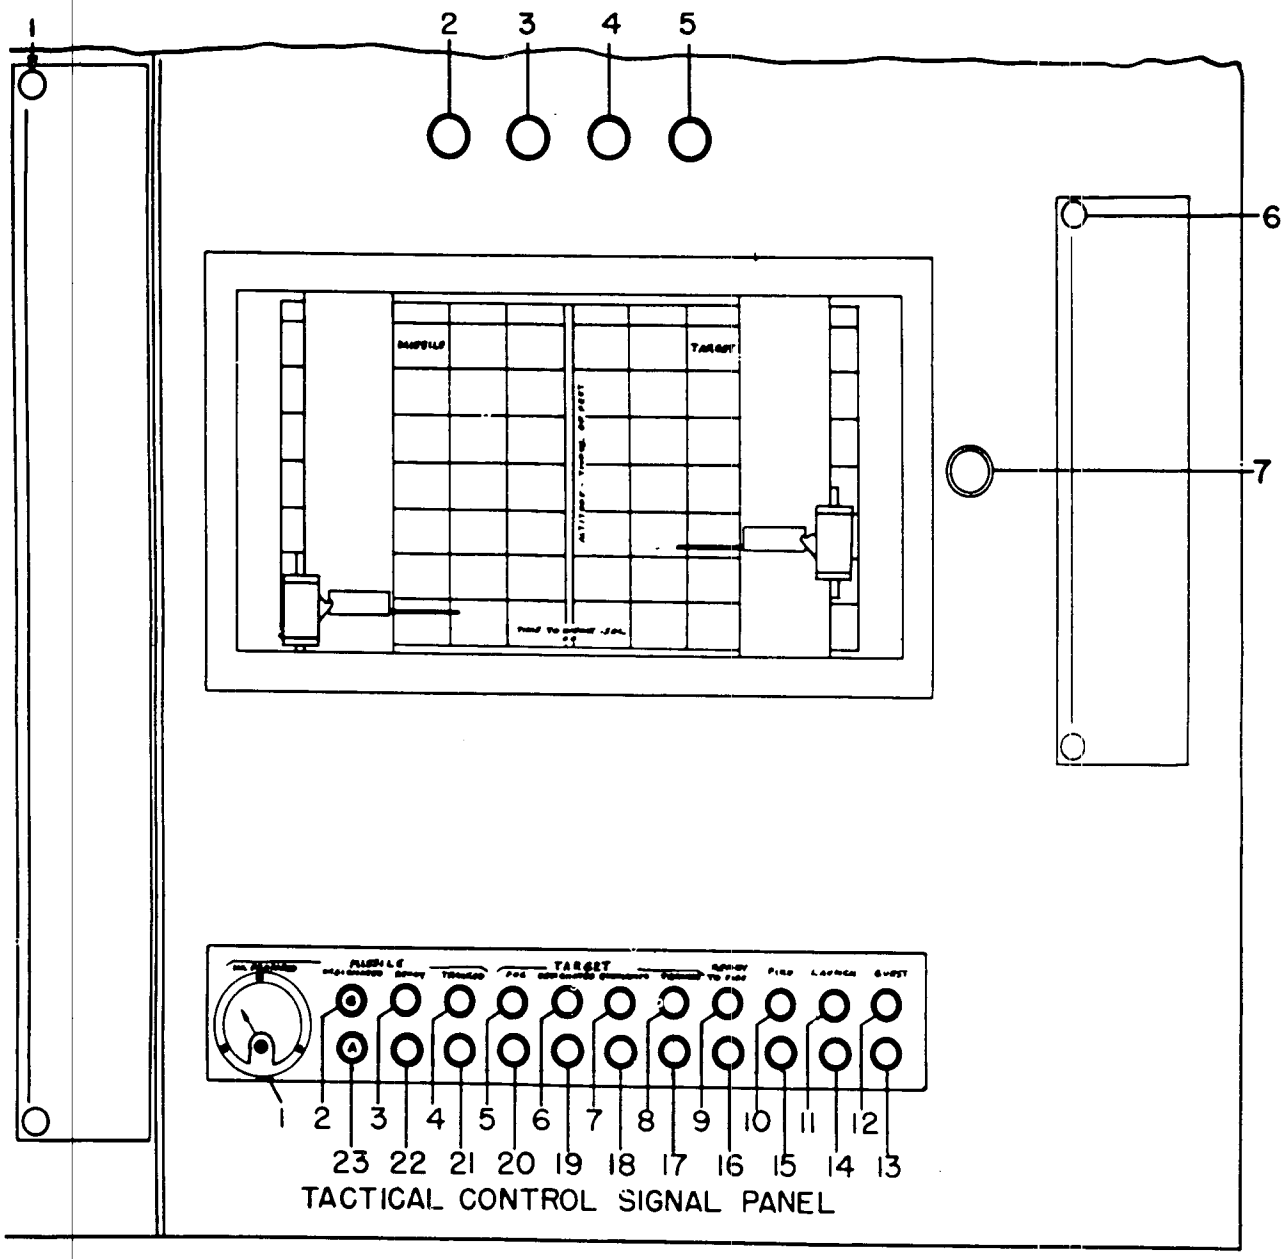

*Figure 12. Altitude plotting board and tactical control signal panel.*
(5) *Altitude plotting board and tactical control signal panel.* Figure 12 and tables VII and VIII show the indicators and controls on the altitude plotting board, and the tactical control signal panel, and the alert status indicator lights.